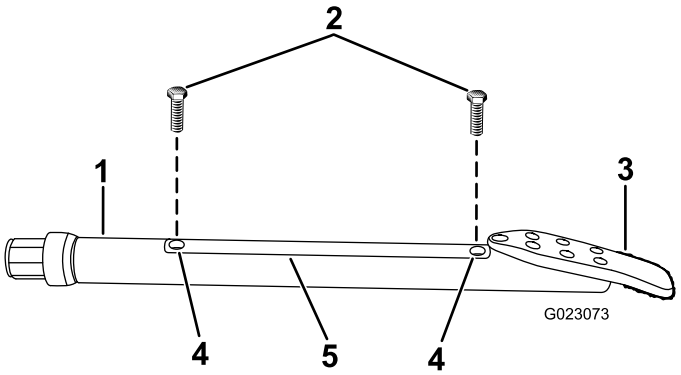

Figure 82
2. Desserrez les vis qui fixent le couvercle du porte-sonde au porte-sonde et déposez le couvercle (Figure 82).
4. Reposez le couvercle du porte-sonde et fixez-le au moyen des vis (Figure 82).